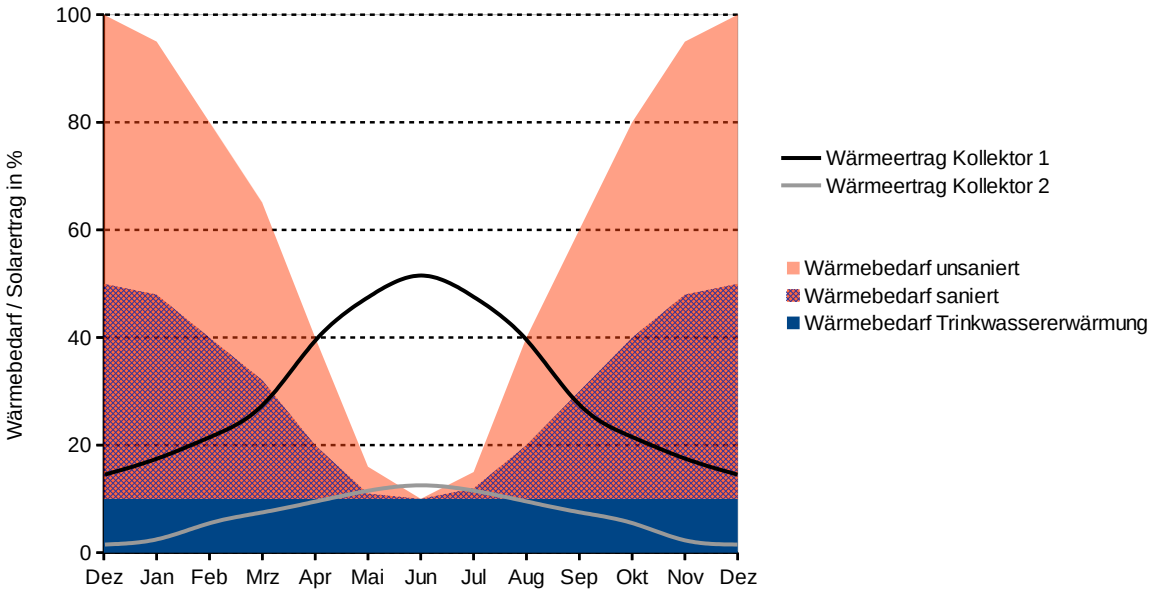

Abbildung 1: Wärmebedarf und -ertrag
2.1.5 Vergleichen Sie die in Abbildung 1 dargestellten Kollektoren. Erläutern Sie dazu die Begriffe „Deckungsgrad“ und „Nutzungsgrad“ und begründen Sie, welcher Anlage Sie für den beschriebenen Sanierungsfall den Vorzug geben würden. 3